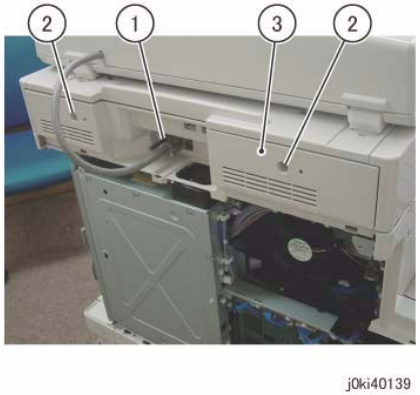

Figure 1 Remove the IIT Rear Cover
4. Remove the IIT Rear Cover. (Figure 1)